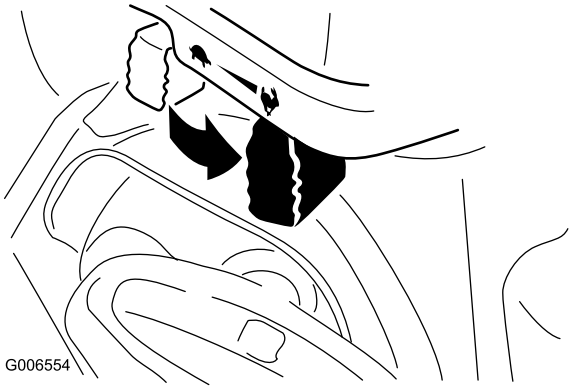

Figur 29
6. Flyt gashåndtaget til positionen Fast (hurtig) (Figur 29).